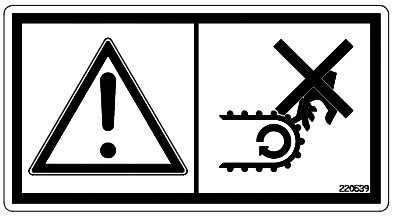

**Fig. 2**
**Plaque d'avertissement UH220539 (Fig. 2)**